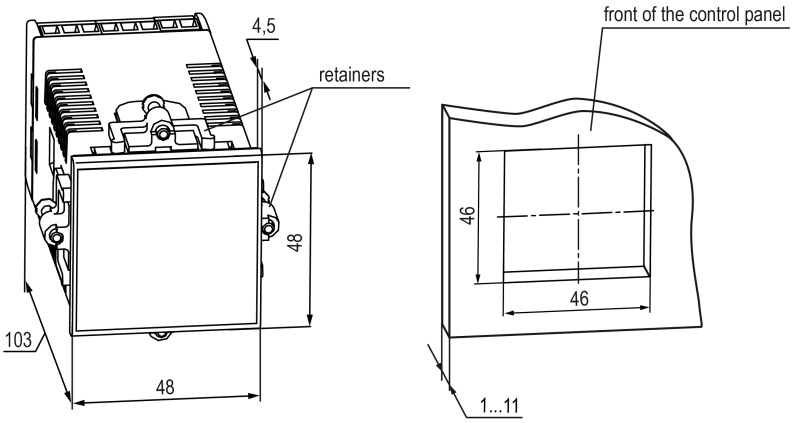

Fig. 4.8 Dimensions of P5 enclosure and mounting cutout
1. Using the supplied cutout template, prepare the mounting cutout in the control panel where the device should be mounted (see *Fig. 4.8*).